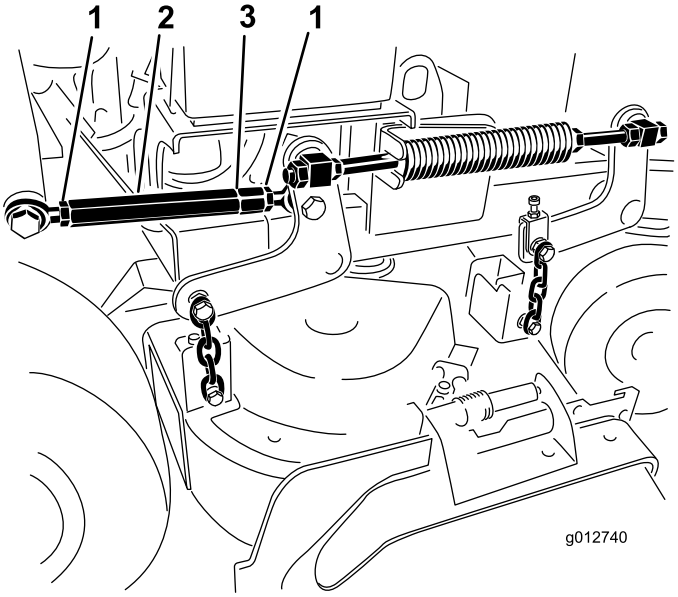

Figur 86
7. Løse låsemutrene i begge ender av spennmutteren (Figur 86).
Merk: Enden på spennmutteren med et kutt har venstregjenger (Figur 86).